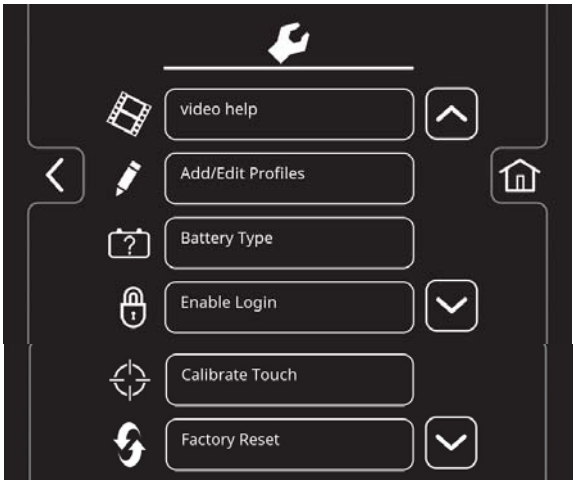

FIG. 176
5. The machine's setting screen provides access to the following menu (Figure 176).